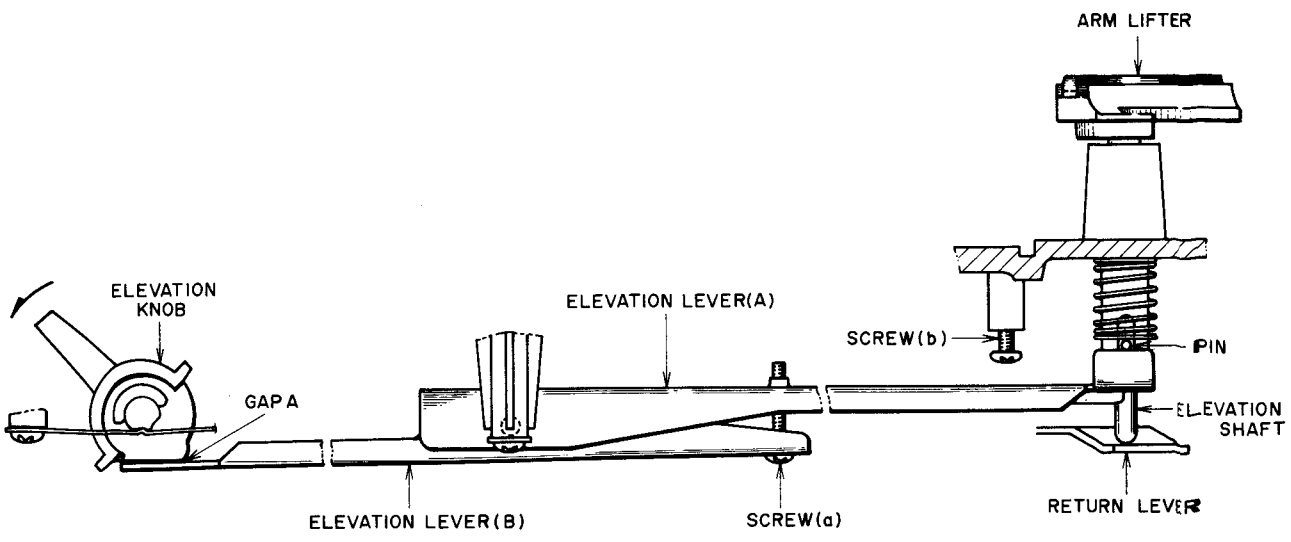

Fig. 9
1) Adjust with the elevation control and the arm lifter should be down. Confirm that the elevation shaft and lifter lever are touching. If not, press the arm lifter down with one finger until they do. Adjust screw (a) at exactly the point where the gap A between the elevation lever (B) and the elevation control disappears. (Refer to Fig. 9.)